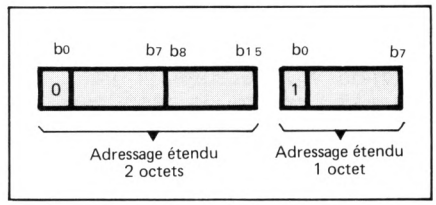

Fig. 8 - Adressage étendu.
a) le **champ d'adresse** qui comprend 8 bits et contient l'adresse de destination. Il s'agit d'une adresse logique ; un même équipement peut répondre à plusieurs adresses. Avec 8 bits, on peut désigner 256 stations. Pour avoir plus de combinaisons, on utilise l'adressage étendu comme l'indique la **figure 8** (jusqu'à 16 bits pour ce champ). Le premier élément binaire de l'octet d'adresse (en mode étendu) indique par sa valeur, s'il y a un champ complémentaire de 8 bits. Dans ce cas, on se restreint à 128 stations si l'on utilise un octet en adressage étendu.